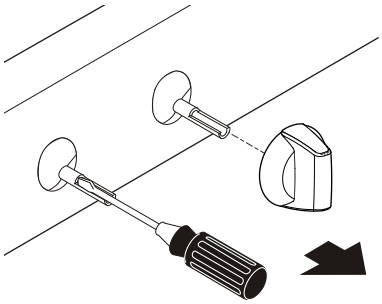
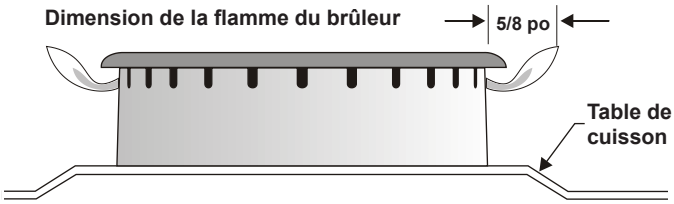

Fig. 17
Fig. 18
e. Insérez un tournevis à lame étroite dans la tige creuse du robinet et tournez la vis à l'intérieur. La hauteur de la flamme peut être augmentée ou diminuée par le réglage de cette vis. Tournez vers la gauche pour augmenter la hauteur de la flamme (Fig. 17 et Fig. 18).
La plaque signalétique est située sur le côté inférieur droit de l'intérieur du four (voir Fig. 18).